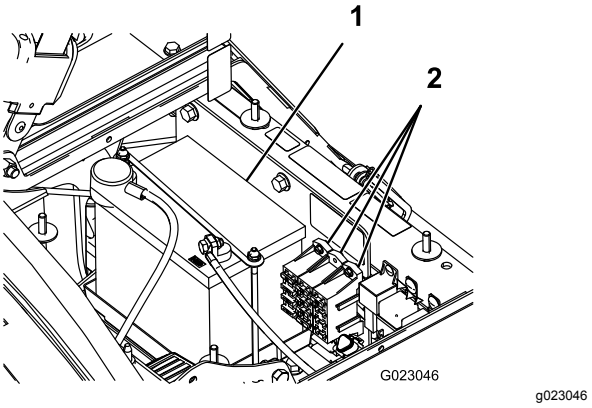

Figur 46
Det finnes to sikringsblokker og én tom slisse i det elektriske systemet. De finnes under setet (Figur 46).
2. Batteriet finnes på høyre side av maskinen, bak pumpen (Figur 46).
5. Fjern batteriholderen og festene (Figur 46).
2. Installer clutchdekselet og fest det med de tre skruene som du fjernet tidligere (Figur 46).
4. Installer batteridekselet og fest det med de to knottene (Figur 46).
1. Løsne knottene på sidene av batteriboksen og fjern batteridekselet (Figur 46).